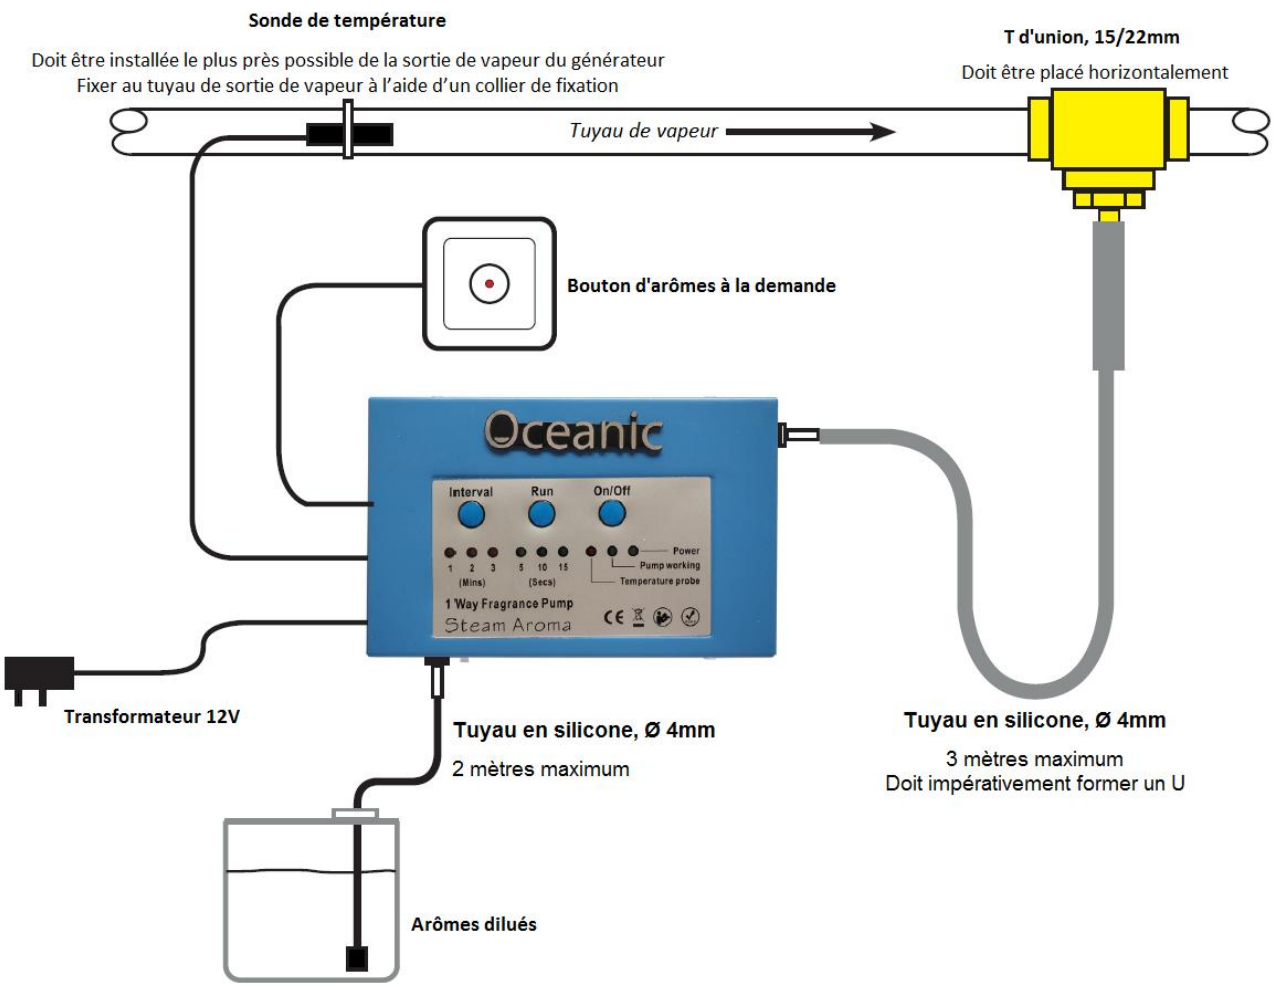

Figure 3
4) Utilisez le tuyau en silicone de 3 mètres (fourni) afin de relier le diffuseur au tuyau de sortie de vapeur, à l'aide d'un T de 15mm (non fourni), tel que sur la figure 3.